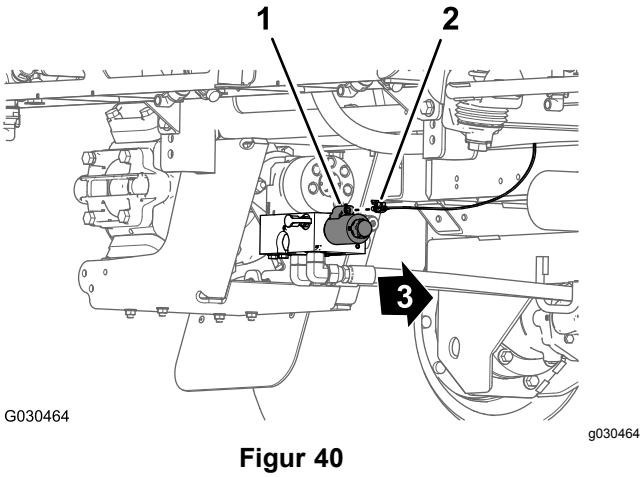

**Figur 40**
5. På bagsiden af maskinen inde ved sprøjtepumpen frakobles det bageste hovedledningsnets konnektor med 2 sokler fra pumperelæets konnektor med 2 ben (Figur 40).